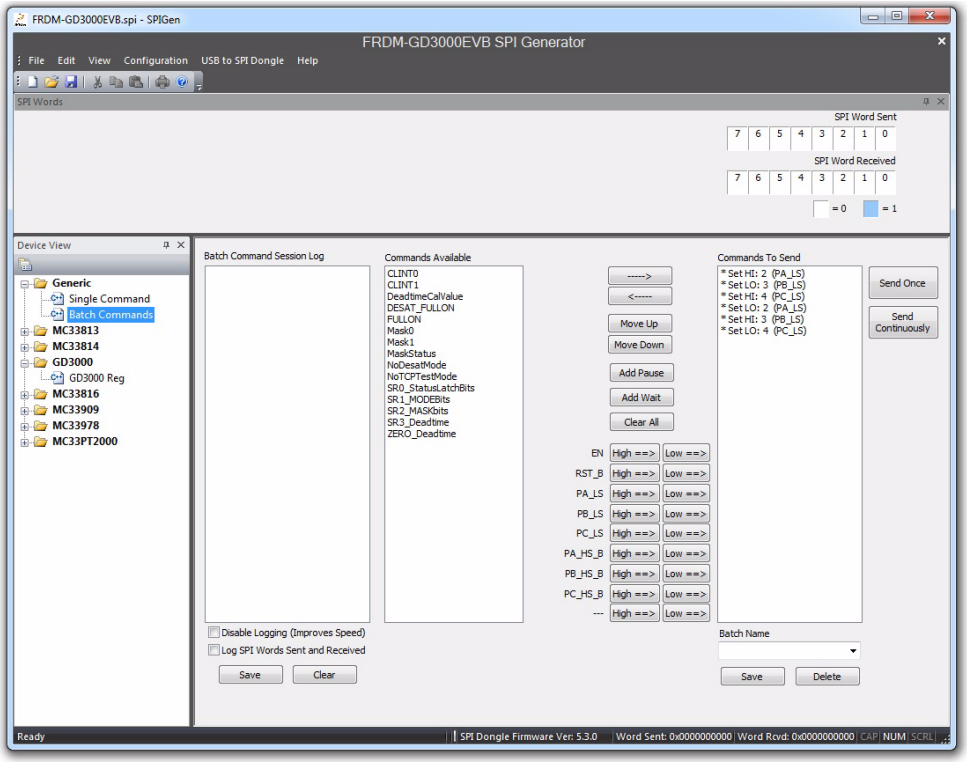

Figure 18. SPIGen batch commands
2. To send batch commands to the device, click on **Batch Commands** under **Generic** in the **Device View** panel. See Figure 18.